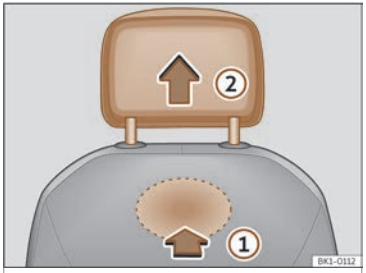

Fig. 106 Reposacaps davanter:desmuntatge.
- Per desbloquejar-lo, busqueu el rebaix situat a la part posterior del respatller per la zona marcada i premeu en el sentit de la fletxa>>> **fig. 106** ①.
- Traieu el reposacaps en el sentit de la fletxa ②.